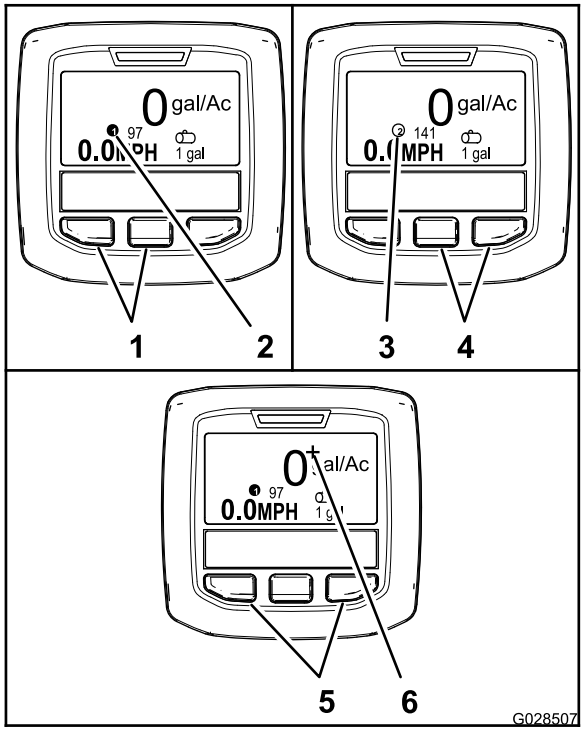

Figuur 66
- Om gebruiksdosis 1 te selecteren, drukt u op de linker- en middelste knop van het InfoCenter (Figuur 66).
- Om gebruiksdosis 2 te selecteren, drukt u op de middelste en rechterknop van het InfoCenter (Figuur 66).
- Om de gebruiksdosis tijdelijk te verhogen, houdt u de 2 buitenste knoppen ingedrukt (Figuur 66).